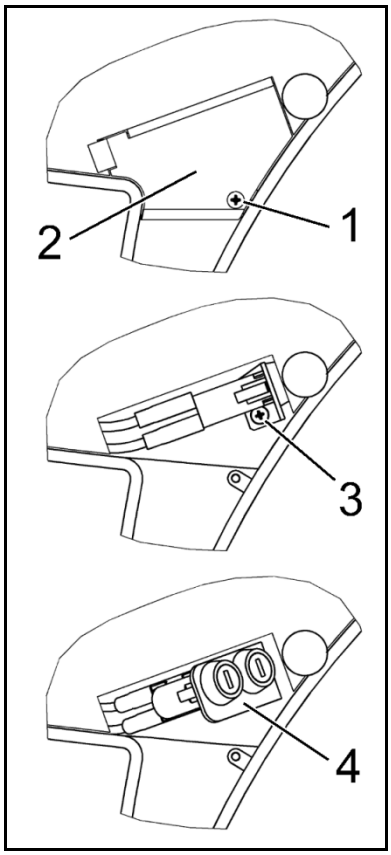

Fig. 22: Changing fuses
1. Loosen screw (Fig. 22/**1**) and remove cover (**2**).